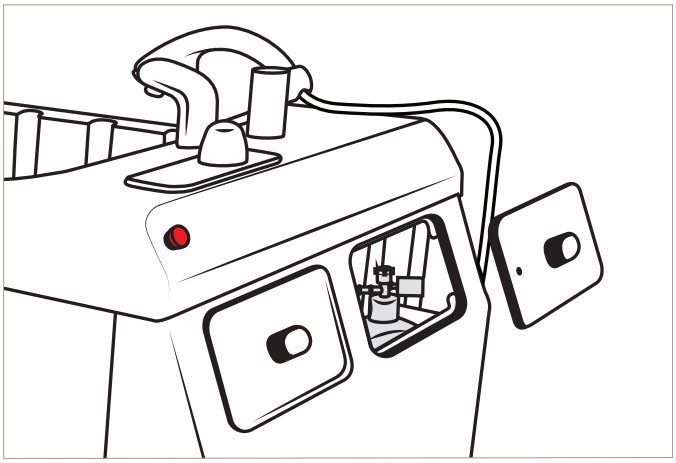

Abbildung 53
2. Entsperren und entfernen Sie Abdeckung B. Siehe Abbildung 53.